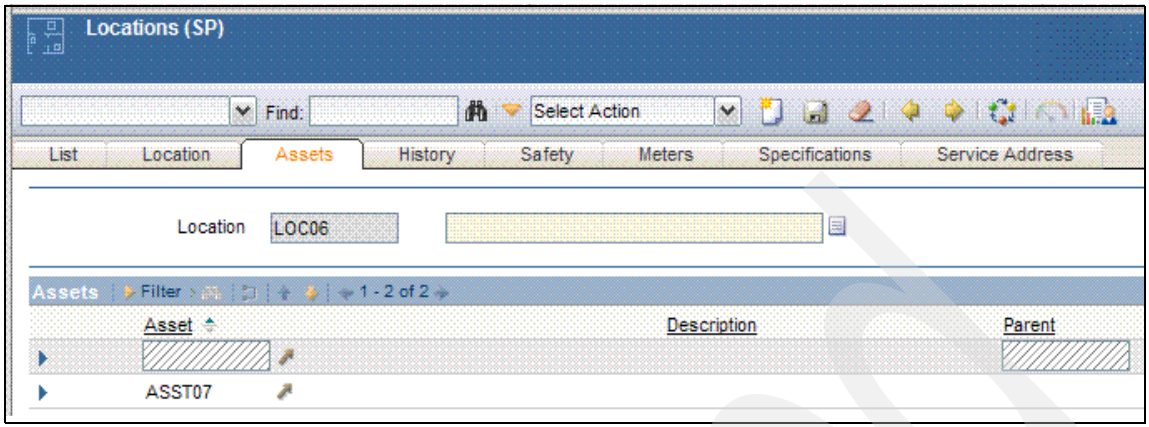

Figure 10-24 USER04 cannot to see those assets
6. Start the Locations (SP) application by selecting **Go To** → **Assets** → **Locations (SP)**.
8. Change to the Assets tab. What you can observe is that several of the records are not displayed, but ///////////// is present in all fields, as shown in Figure 10-24 on page 189.